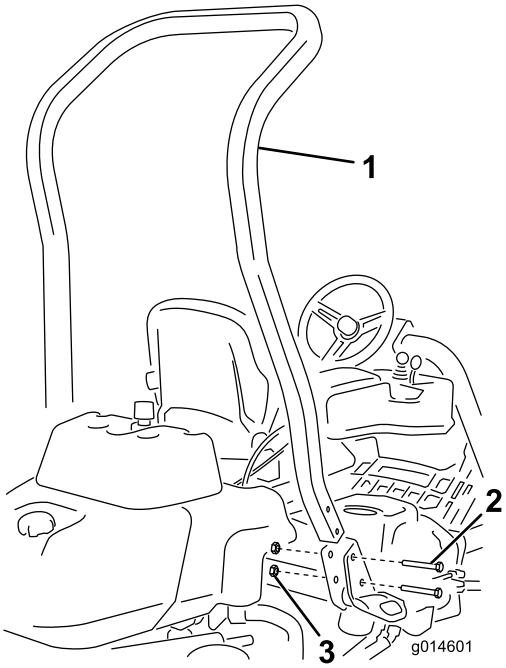

**Figur 3**
3. Monter veltebøylen i lommene på hver side av maskinen ved bruk av fire bolter (1/2 x 3 3/4 tommer) og fire flensmuttere (1/2 tomme) (Figur 3).